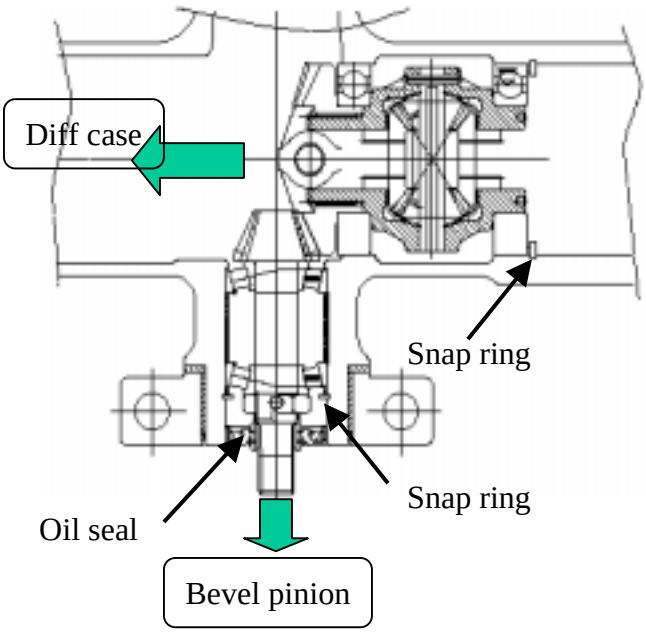

Fig.6-11
4) remove both final case assembly (A and B) from the front axle(Fig.6-11)
8) Remove the snap ring and the bevel pinion can then be removed together with the TRB's (Fig.6-11)